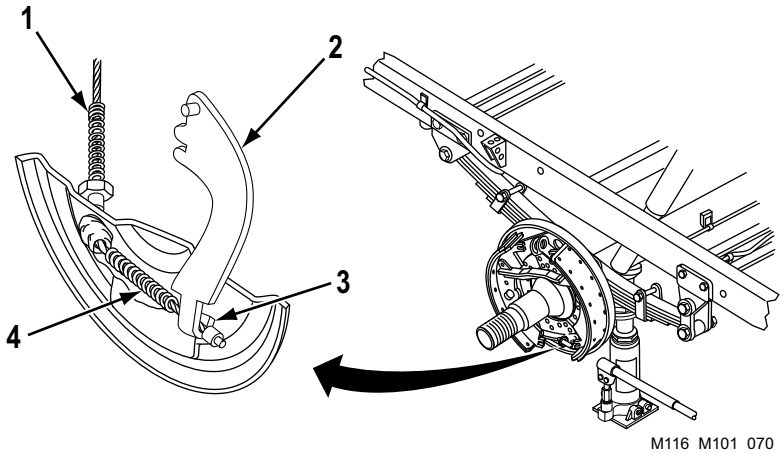

Figure 1. Brake Cable Assembly Removal From Wheel Brake Lever.
1. At wheel brake, pull spring (Figure 1, Item 4) away from swaged sleeve (Figure 1, Item 3) and unhook swaged sleeve (Figure 1, Item 3) of cable assembly (Figure 1, Item 1) from handbrake lever (Figure 1, Item 2).